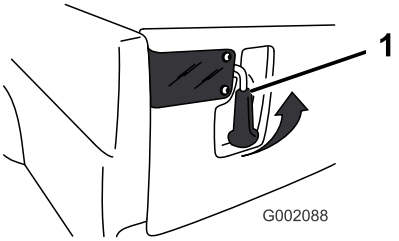

**Figure 26**
1. To open the tailgate latches, lift the latch handles up (Figure 26). The latches will spring out toward the center of the tailgate. Slowly lower the tailgate.